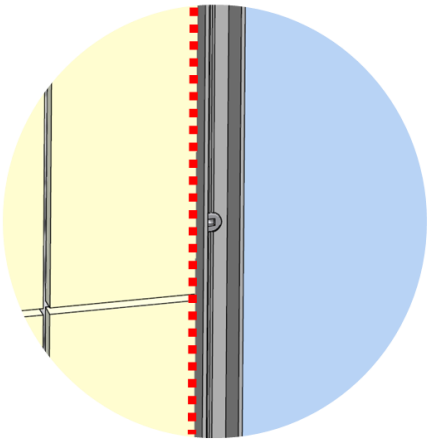

Fig 15
19. Silicone between tile edge and wall/floor channel (fig15 see red line)